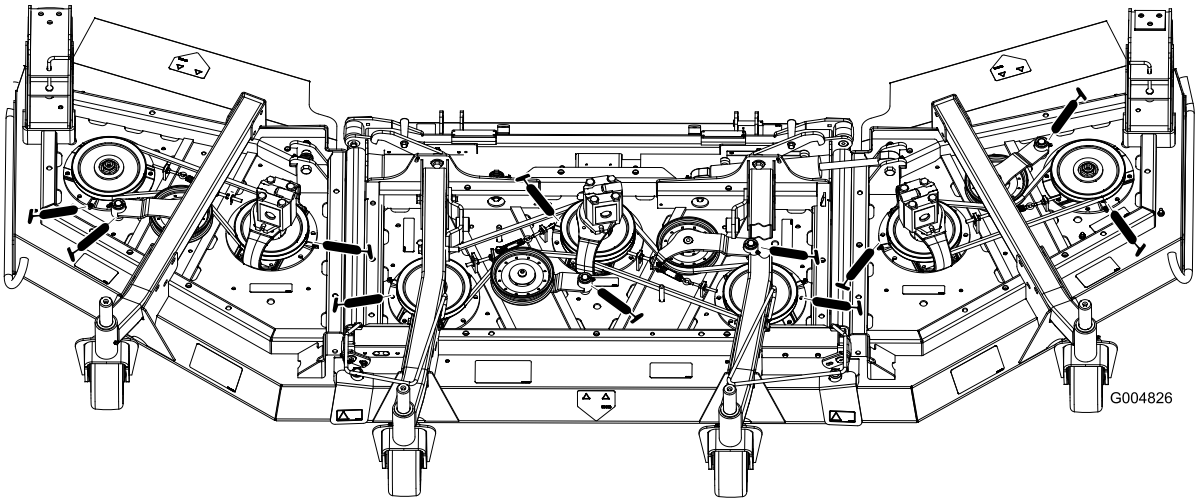

Figuur 41
- Lagers van as (3) (onder de poelie) (Figuur 41)
- Lagerbussen van draaipunt van arm van spanpoelie (2) (Figuur 41)